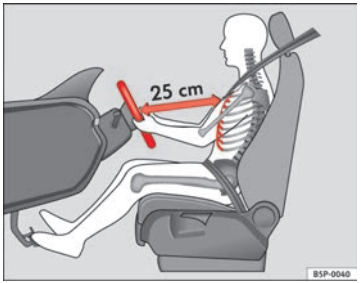

Fig. 133 Proper sitting position for driver
– Adjust the steering wheel until the correct position is set ⇒ Fig. 133.
- **Adjust the driver seat or steering wheel so that there is a distance of at least 25 cm between the steering wheel and your chest ⇒ Fig. 133. If you fail to observe the minimum distance, the airbag will not protect you. Risk of fatal injury.**